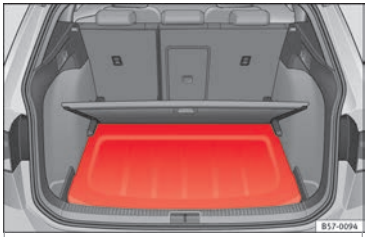

Fig. 153 In the luggage compartment: fitting the storage compartment shelf.
- Press the rear shelf until it engages in its housing ››› **Fig. 153**.